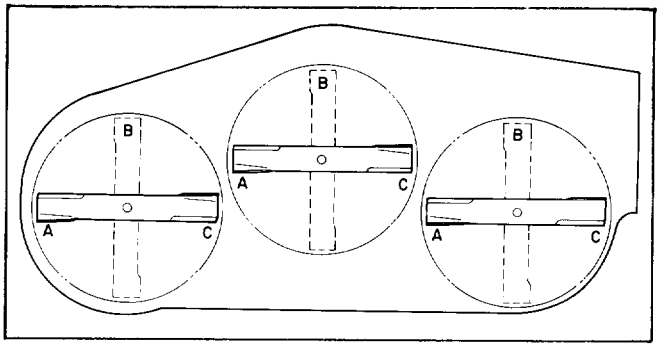
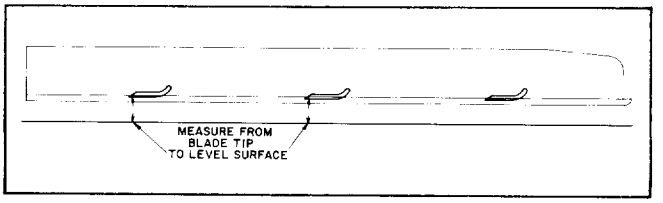

Figure 29
Figure 30
5. Position all three blades in the "A" position (Fig. 29) and measure from level surface to the bottom of the tip end of each blade (Fig. 30).
6. Note measurement attained at "A", rotate blades to "B" position (Fig. 29), measure distance of all blades to level surface and note dimensions (Fig. 30).
7. Rotate blades to "C" position, measure and note distance measured (Fig. 29, 30).